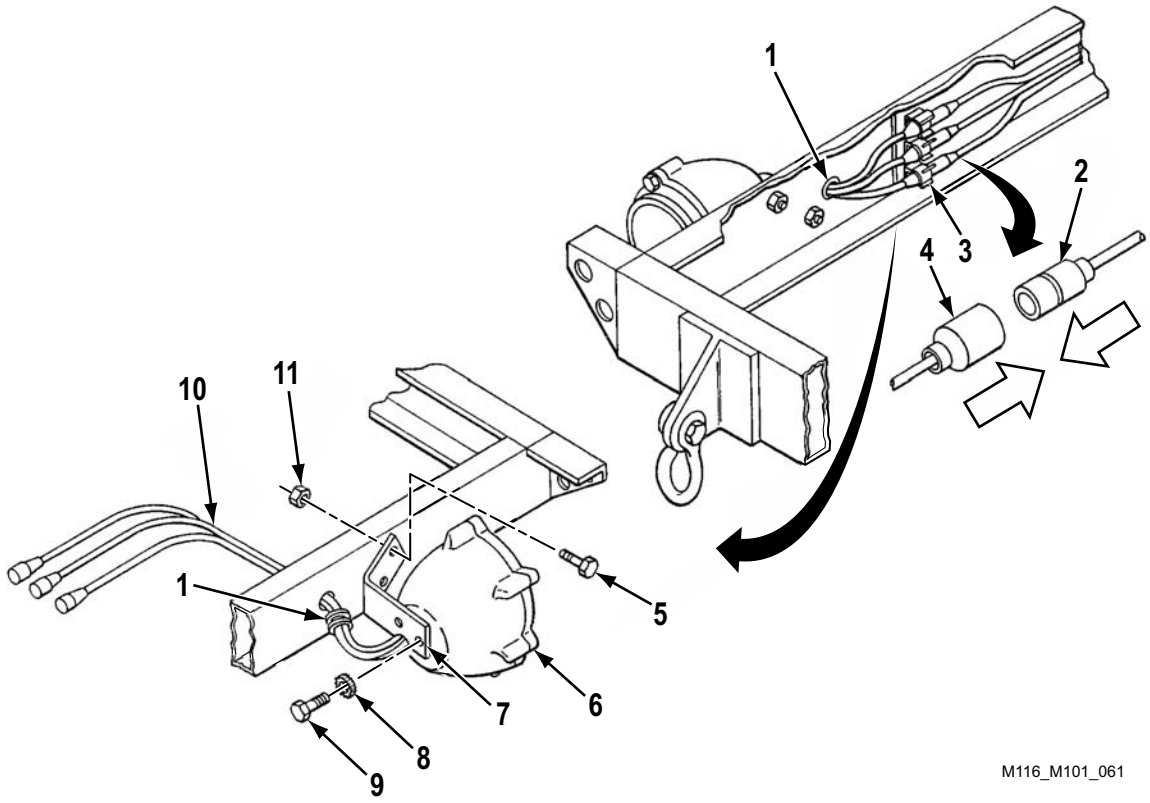

Figure 5. Stoplight Installation.
1. Install bracket (Figure 5, Item 7), two cap screws (Figure 5, Item 5), and nuts (Figure 5, Item 11) to trailer.
2. Install stoplight (Figure 5, Item 6), two new starwashers (Figure 5, Item 8), and cap screws (Figure 5, Item 9) to bracket (Figure 5, Item 7).
3. Push cable (Figure 5, Item 10) through hole in chassis and install grommet (Figure 5, Item 1).
4. Push together connectors (Figure 5, Items 4 and 2) until they lock.
5. Push connectors (Figure 5, Items 4 and 2) into support clip (Figure 5, Item 3).